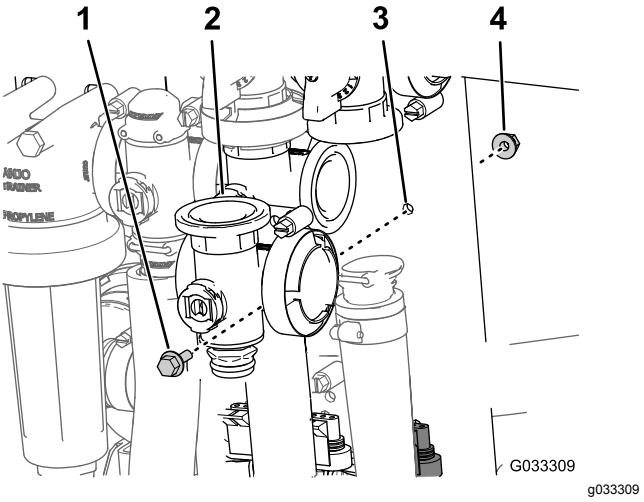

Figuur 67
3. Verwijder de flenskopbout en flensborgmoer waarmee de hoofdklep van de spuitboom is bevestigd aan de klepbevestiging en verwijder de verdeler uit de machine (Figuur 67).